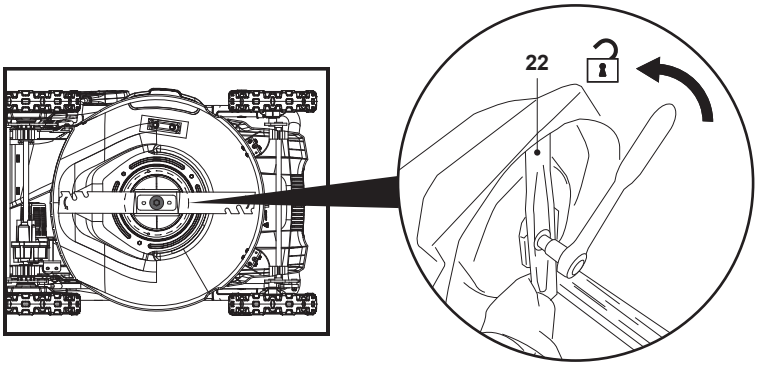

Fig. 22
NOTE: If a hand tool wrench or spanner is used instead of an electric impact wrench, the cutting blade (24) should be prevented from rotating while loosening the bolt. Wear heavy-duty gloves and grip the blade firmly. Use a good-size piece of wood to block the rotation of the blade if necessary (Fig. 22).